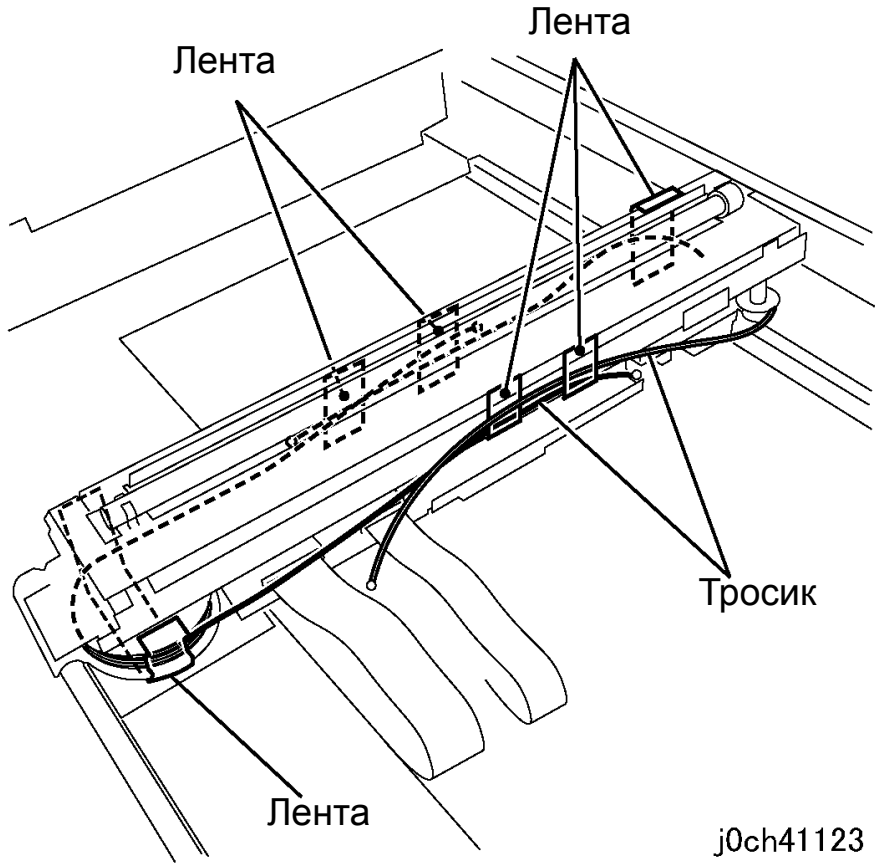

Рисунок 5 Установка тросиков-4 (j0ch41123)
4. Временно закрепите тросики, намотанные на шкив и на барабан, лентой (рисунок 5).